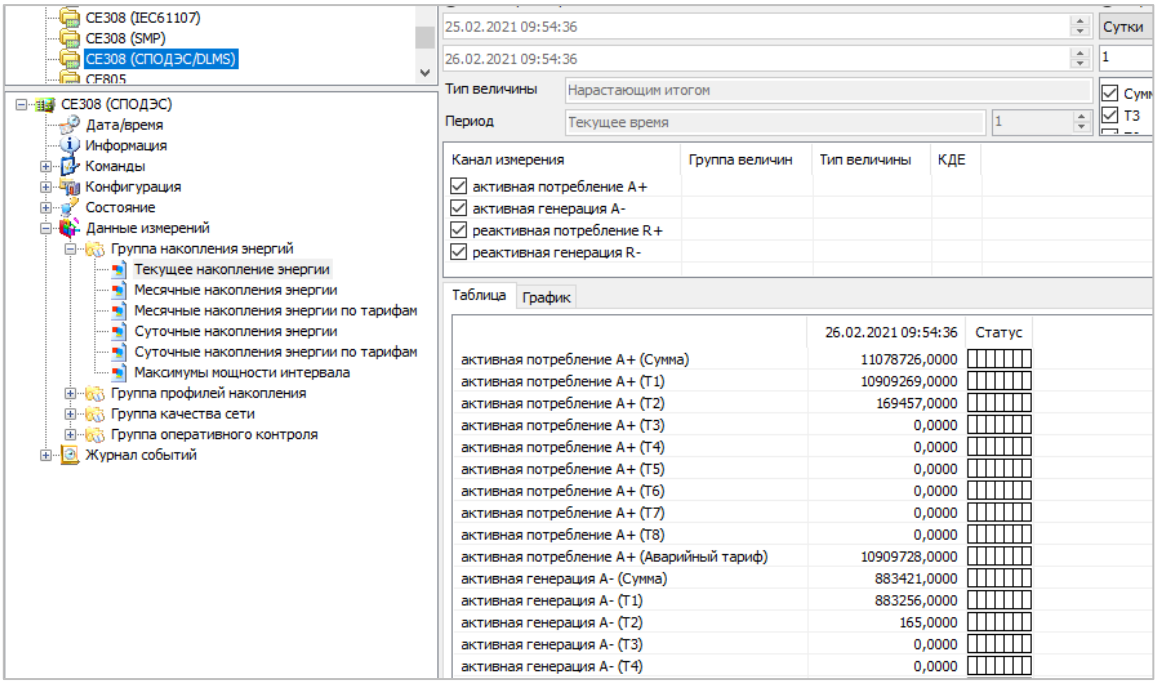

Рисунок 103
6.4.1.3 Данные о накоплениях энергии доступны на вкладке *«Данные измерений→Группа накопления энергий→Текущее накопление энергии»* (рисунок 103).